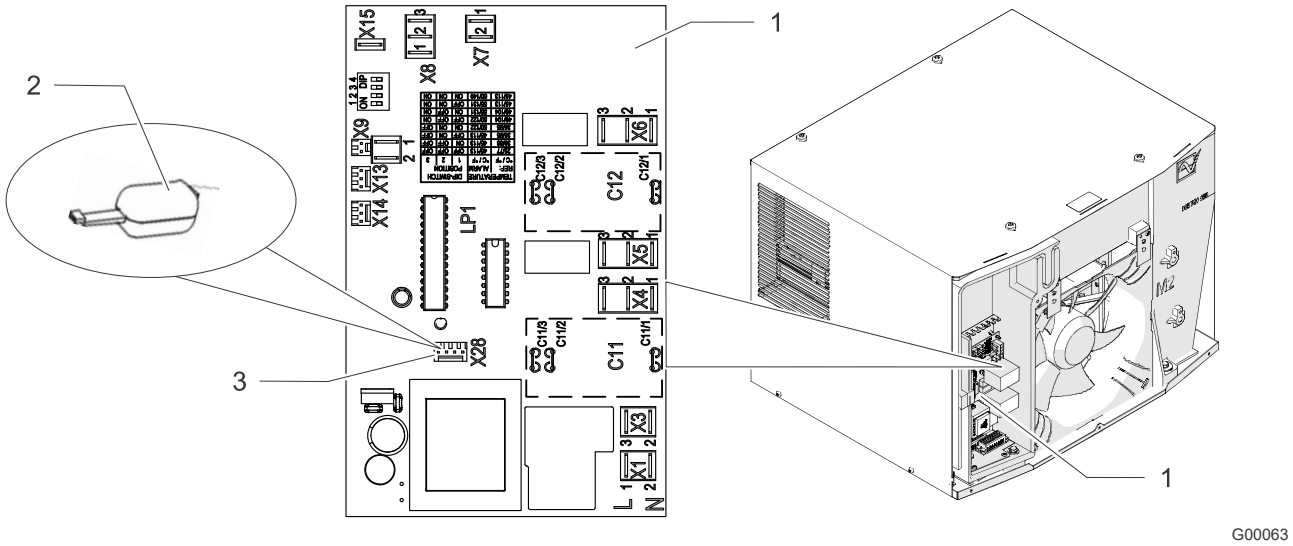

Abb. 24: Serviceschnittstelle
- Der Anschluss für den USB-Adapter (Abb. 24, Pos. 2) ist auf dem Schaltplan mit dem Betriebsmittelkennzeichen X28 (Abb. 24, Pos. 3) markiert.
Die Controller-Platine (Abb. 24, Pos. 1) mit der Serviceschnittstelle X28 ("Ersatzteile und Zubehör", Seite 68, Pos. 3) ist zugänglich.